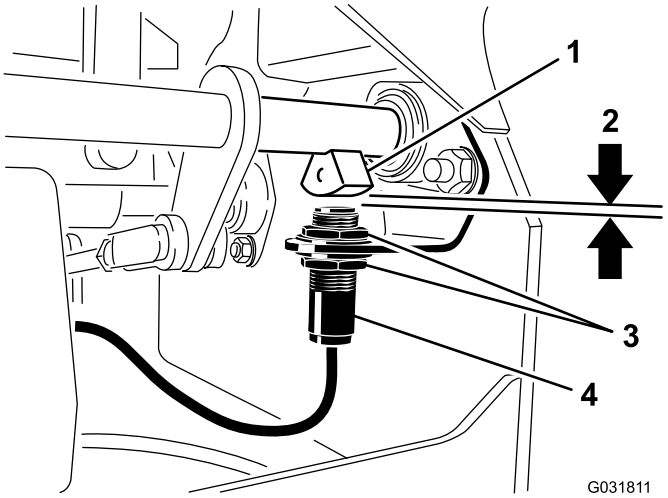

Figur 48
4. Flytt bryteren opp eller ned på braketten til avstanden mellom bremseakselsensoren og brytertappen er 4 mm som vist i Figur 48.